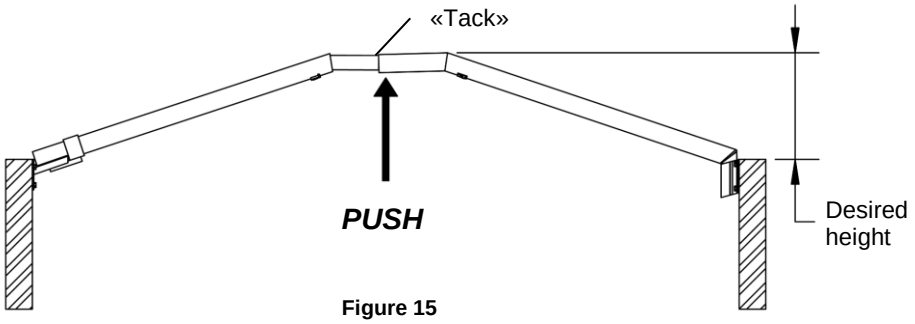

Figure 15
7. **Figure 15.** Apply an upward pressure at the center of the cross-bow to reach the desired height and make a weld “Tack” at the junction point of the two sections.